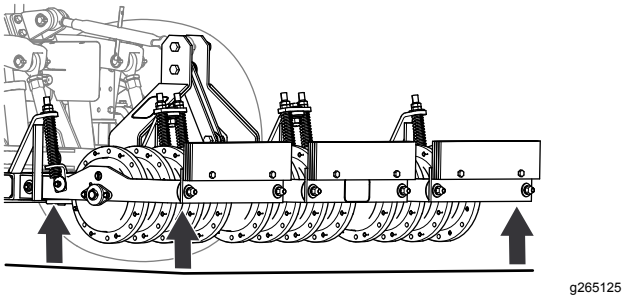

Figuur 19
7. Stel de verbindingsarmen van de 3-punts trekhaak zo af dat de beluchter in de breedte- en lengterichting waterpas staat (Figuur 19); raadpleeg de gebruikershandleiding van uw tractie-eenheid.